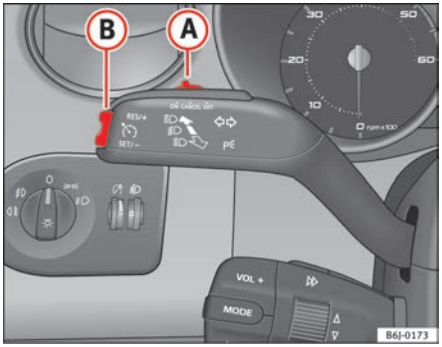

Fig. 104 Turn signal and main beam headlight lever switch and rocker switch for the cruise control
– Move the control ⇒ fig. 104 (A) to the left to **ON**.